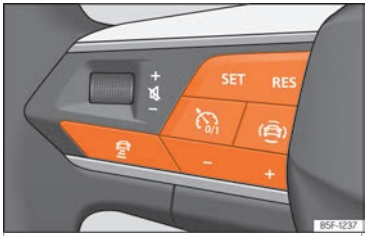

Fig. 179 Sur le volant multifonction : touches de manipulation de l'ACC »
Votre véhicule dispose d'ACC s'il dispose du menu de configuration dans le système d'infodivertissement ››› page 103, et s'il dispose des boutons de la fonction ACC sur le volant multifonction››› fig. 179
- Pour commencer le réglage, appuyez sur le bouton **SET** ››› fig. 179.
Pour programmer la vitesse, appuyez sur les boutons **+** ou **–** ››› fig. 179 jusqu'à la vitesse souhaitée. Le réglage de la vitesse s'effectue par intervalles de 10 km/h (5 mph).
- Appuyez sur le bouton puis sur le bouton **+** ou **–** ››› fig. 179.